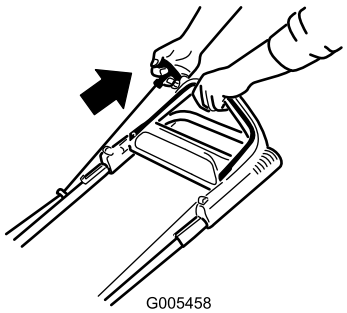

Figura 13
2. Tirate la maniglia di avviamento (Figura 13).